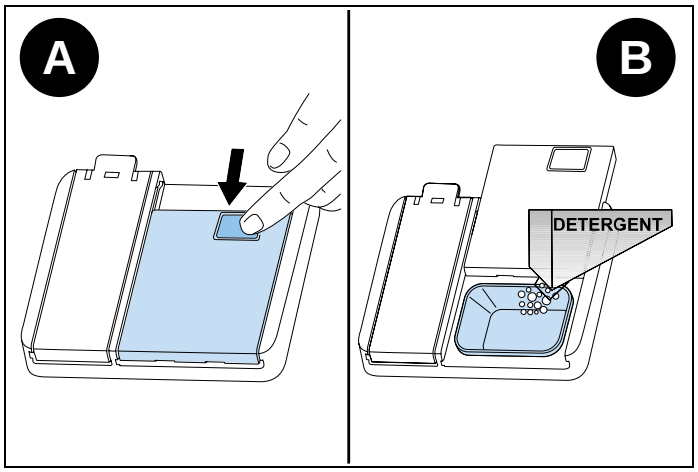

Fig. 65
1) Push the latch to open the detergent container as shown in the image (Fig. 65 A)
2) Pour/put the detergent into the dispenser (Fig. 65 B)